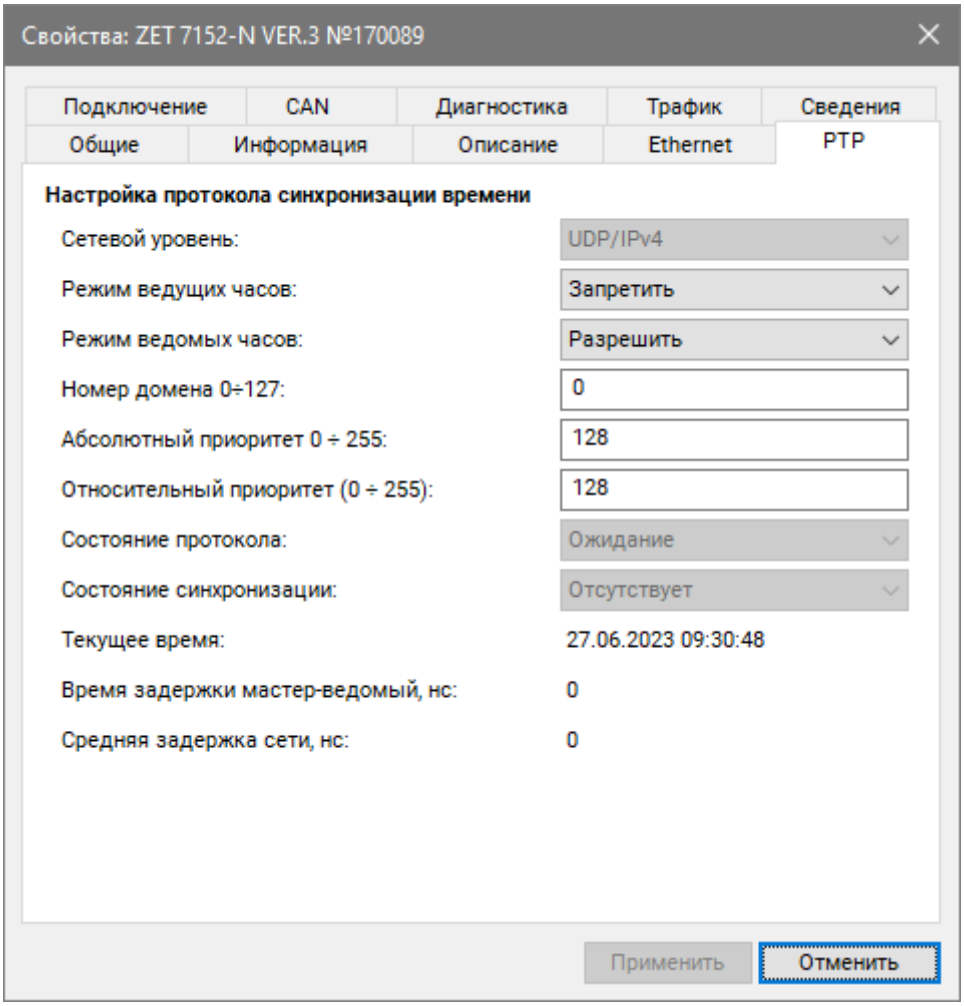

Рис. 5.3 Вкладка «PTP»
- В случаях, когда в системе задействовано несколько виброметров возможно настроить синхронизацию между ними по протоколу PTP. Для настройки синхронизации следует перейти на вкладку «PTP» (*Рис. 5.3*).